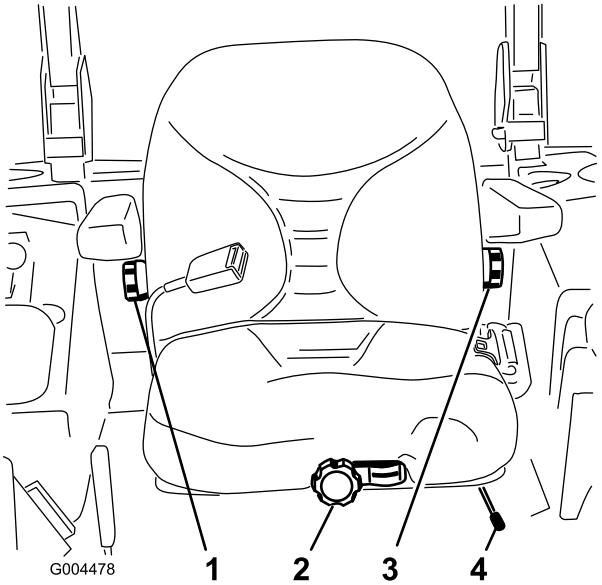

Figur 29
1. Flytt spaken sidelengs for å låse opp setet for justering (Figur 29).
Drei den fremre knotten enten til høyre eller venstre for å gi best mulig komfort (Figur 29).
Drei knotten under det høyre armlenet i begge retninger for å gi best mulig komfort (Figur 29).
For å justere, drei knotten under det venstre armlenet i begge retninger for å gi best mulig komfort (Figur 29).